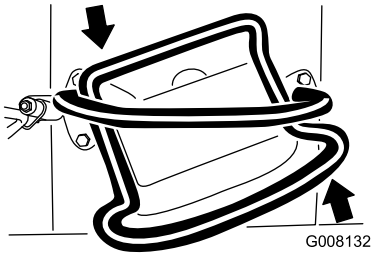

Figur 9
- Vrid drivreglaget moturs för att svänga åt vänster (Figur 9).